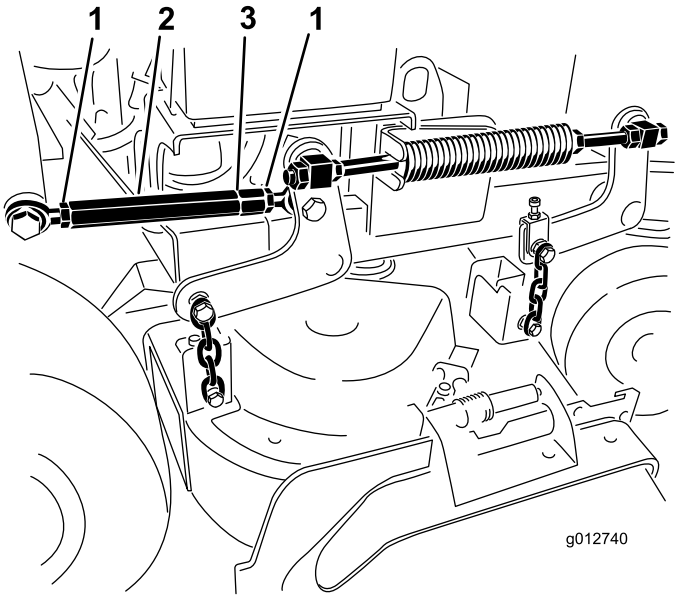

Figuur 88
7. Draai de contramoeren aan beide zijden van de spanschroef los (Figuur 88).
Opmerking: Het uiteinde van de spanschroef met de groef erin heeft linkse schroefdraad (Figuur 88).